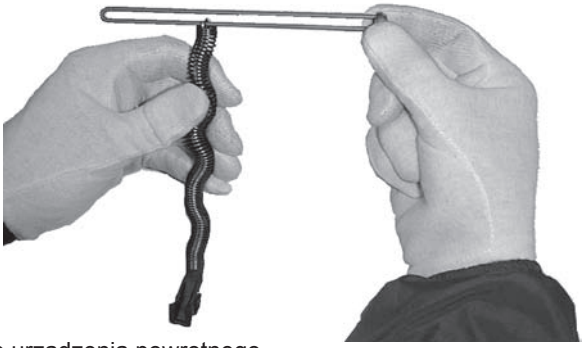

Rys. 90. Składanie urządzenia powrotnego
f) założyć urządzenie powrotne: oprzeć stopę prowadnicy o stół lub oporę, nałożyć sprężynę na prowadnik tylny i ścisnąć ją tak, aby koniec prowadnika tylnego wyszedł ze sprężyny; przytrzymując sprężynę lewą ręką, prawą rozgiąć końce prowadnika przedniego; przełożyć jeden koniec przez utworzoną pętlę, po czym zwolnić sprężynę aż do oparcia się jej o prowadnik przedni (rys. 90); włożyć oporę sprężyny powrotnej pomiędzy końce prowadnika przedniego; napiąć lewą rękę sprężynę, a prawą obrócić prowadnik przedni do położenia pionowego, po czym powoli zwolnić sprężynę do oparcia się jej o oporę;